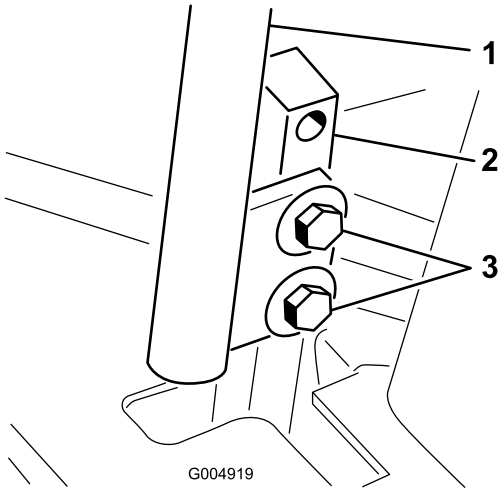

**Figur 61**
3. Lossa bultarna som fäster rörelsereglagen (Figur 61)